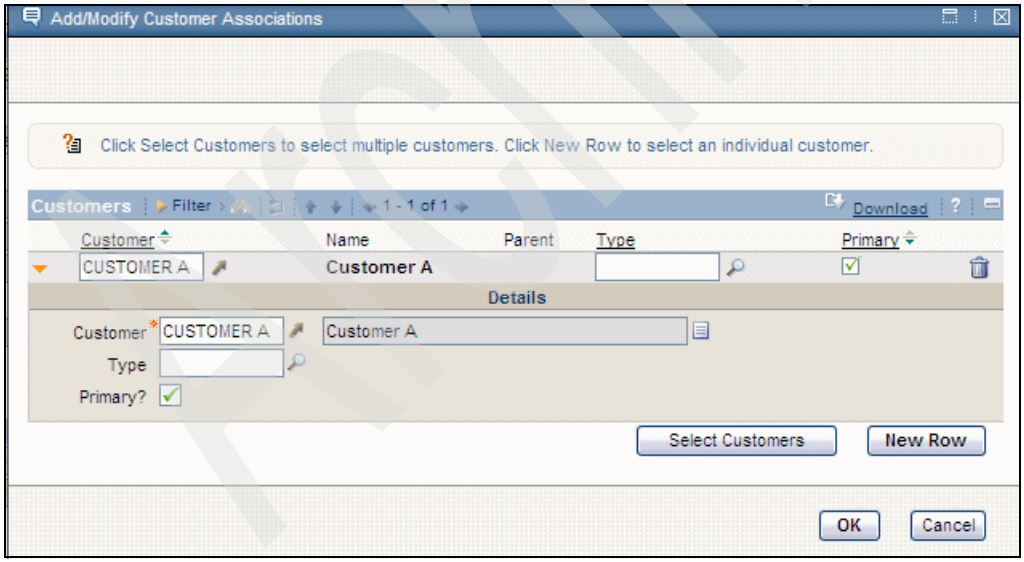

Figure 3-28 Customer associations
3. Click **View details** to expand details to customer associated, as shown in Figure 3-28.